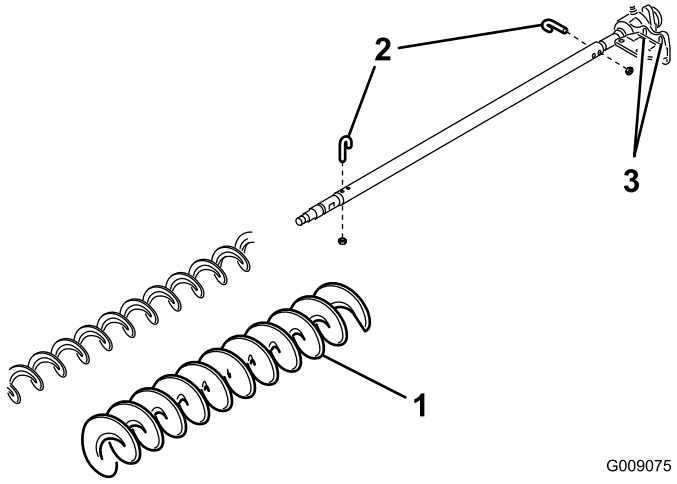

Figura 22
3. Remova os dois pernos em J e porcas (Figura 22).
4. Deslize a escova existente para fora do eixo da escova (Figura 22).
5. Desaperte os 2 parafusos, anilhas e porcas que prendem caixa de rolamentos da transmissão ao suporte de montagem da caixa de rolamentos (Figura 22).
6. Deslize a escova de elevada altura de corte para o eixo da escova (Figura 22).
7. Prenda a escova ao eixo com os dois pernos em J e porcas previamente removidos (Figura 22).